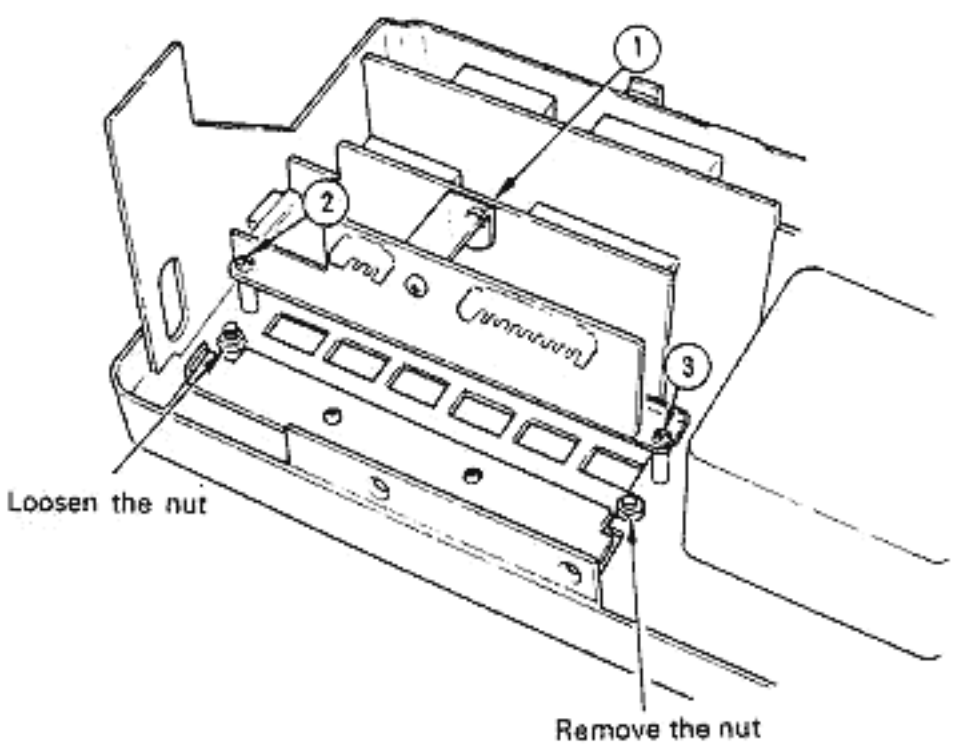

Fig. 4
3) Remove the 3 screws shown in Fig. 4, then remove the 6 Key Switch Unit.
4) Remove the nut which holds the Band Switch ASSY in place as shown in Fig. 4.